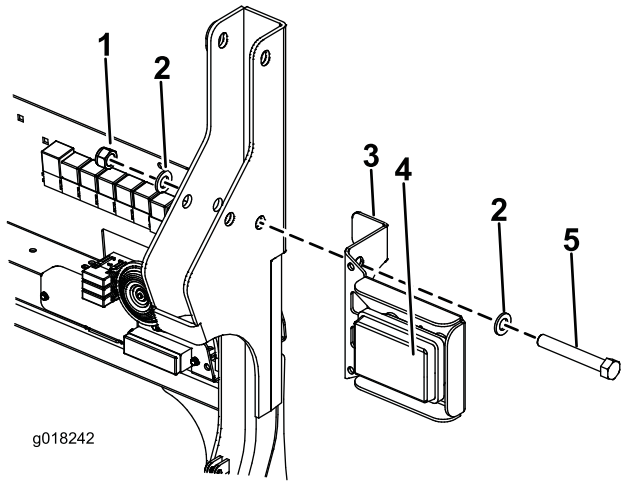

Figur 3
9. Samsvar det øvre hullet på høyre baklysbrakett med hullet på veltebøylen og sett inn den nye M16 x 110 mm bolten (Figur 3). Bruk de eksisterende skivene.